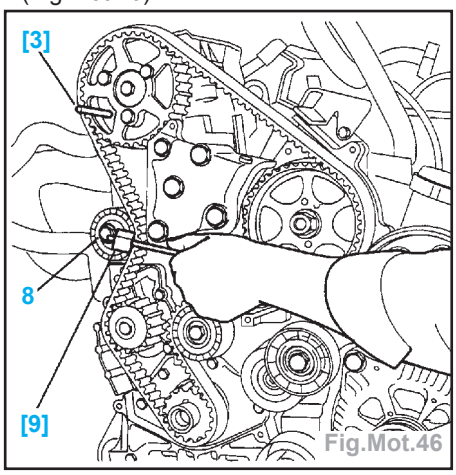

Fig.Mot.46
- le pontet (4),
- la butée (5),
- les carters (6) de distribution.
- Déposer le support moteur droit (7).
- Desserrer la fixation du galet tendeur (8) (Fig.Mot.46).